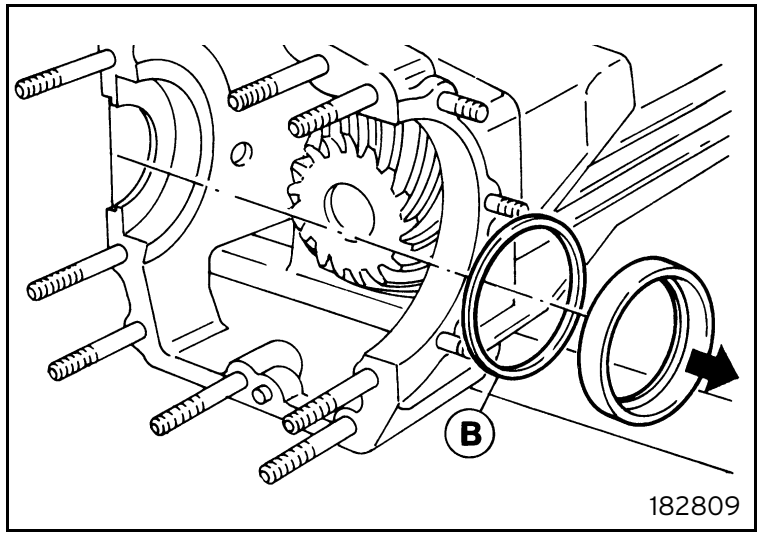

Fig. 9
- Remove the roller bearing outer race seat with respective adjustment shims (figure 9).